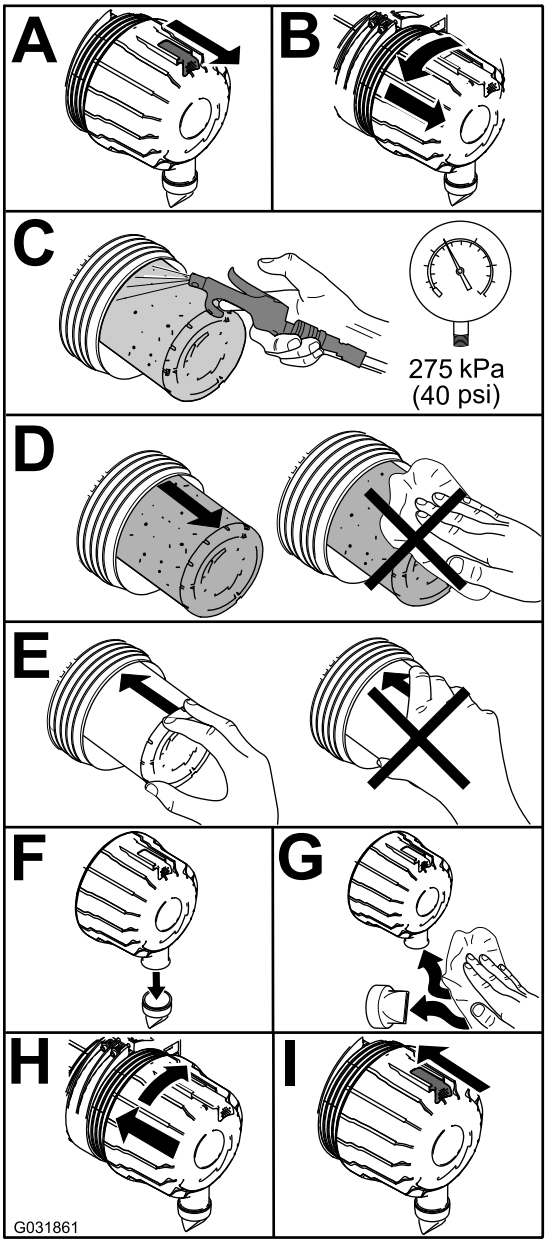

Figur 55
1. Byt ut luftrenaren (Figur 55).